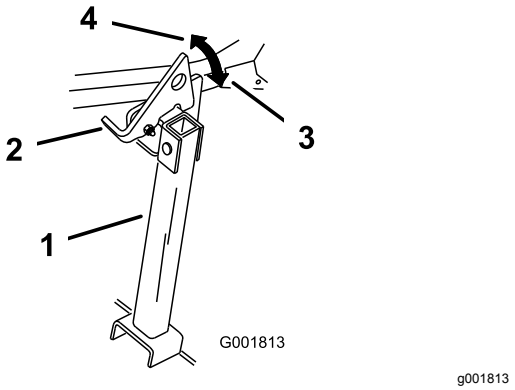

Figur 34
2. Hev spaken til ulåst stilling (Figur 34).